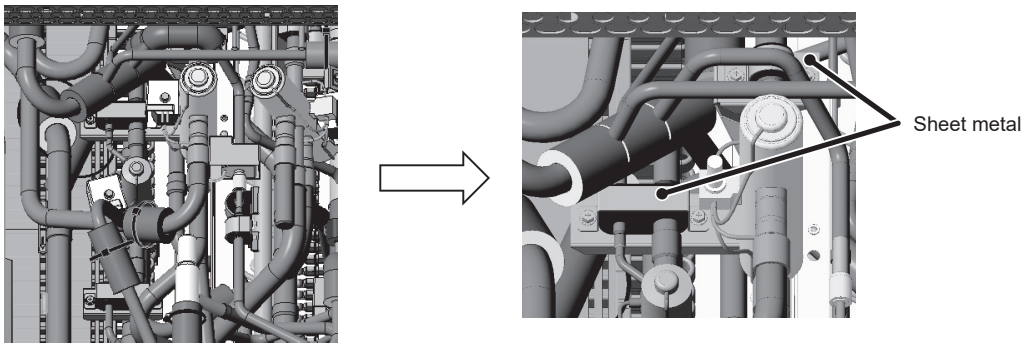

Figure 4
(3) Remove the sheet metals and the pipe covers adjacent to the four-way valves. (See Figure 4.)